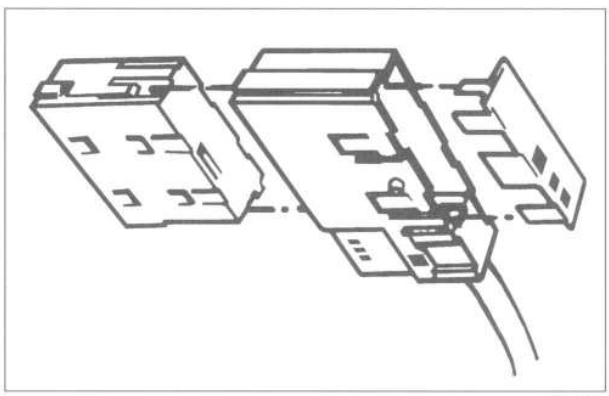

Fig. 7. Coding plug on earlier model (cars built up to Feb. 1989) instrument cluster.
3. Remove rear portion of brown connector (X17). See See Fig. 7.